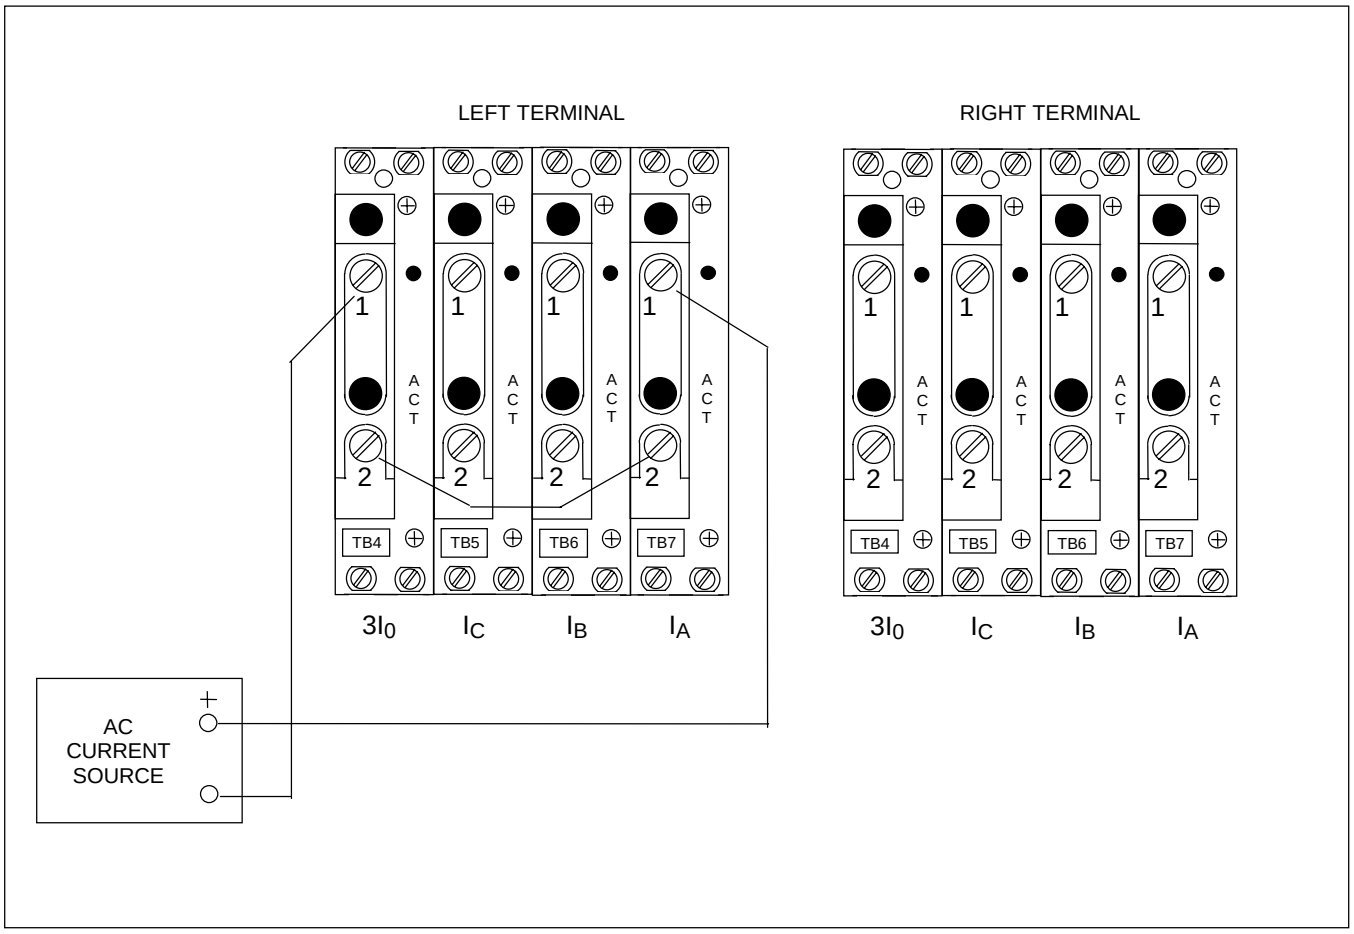

Figura 7-11. Conexion de prueba que simulan un fallo interno de A-G con disyuntor abierto en el terminal derecho
2. Conecte el circuito de prueba mostrado en la Figura 7-11.